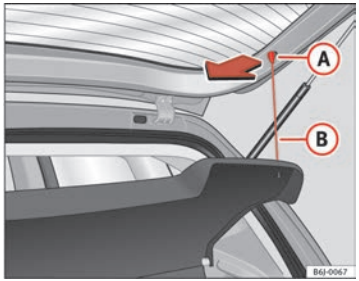

Fig. 85 Rear shelf
– Unhook the loops ⇒ fig. 85 (B) from housings (A)